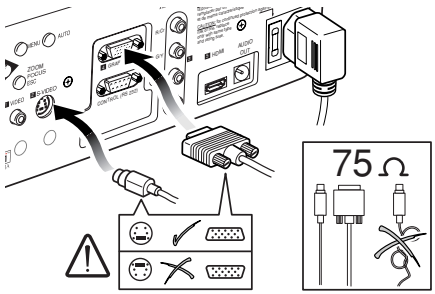

Fig. 16
- With exception of coaxial RCA/Phono type connectors, always double-check that the plug is inserted the correct way round to avoid damaging the plugs or the sockets on the projector *(Fig. 16)*.